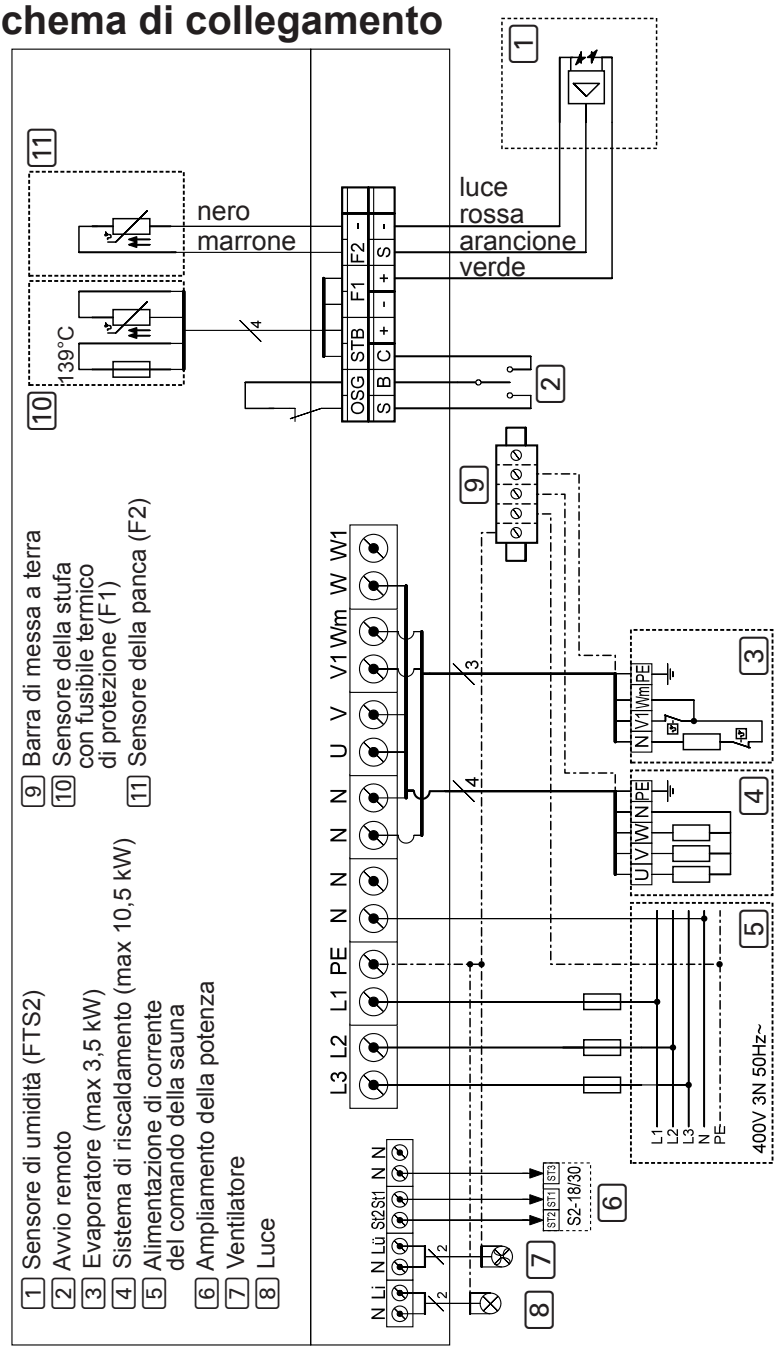

Fig. 4 Schema di collegamento
- Osservare lo schema di collegamento (**Fig. 4**) a pagina **24**.